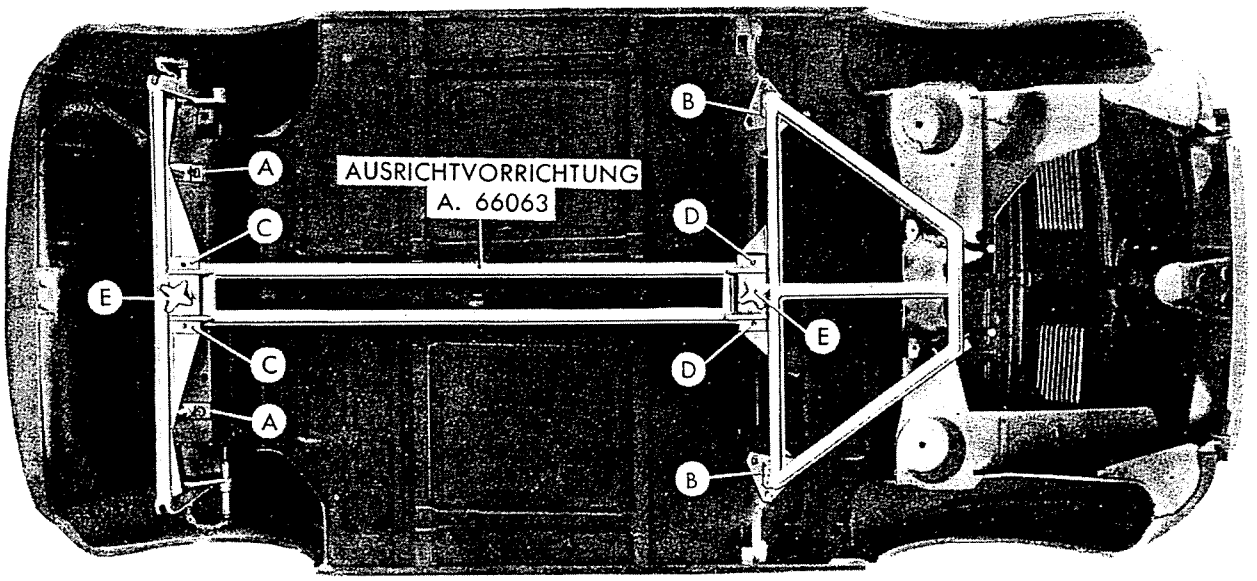

Abb. 431 - Gerät A. 66063 zum Ausrichten des Wagenbodens und zur Kontrolle der richtigen Lage der Befestigungsstellen für Vorder- und Hinterachse.
Sollte sich ergeben, dass Verbiegungen der Karosserie vorliegen, dann müssen die entsprechenden Teile ausgebeult und die Befestigungsstellen der mechanischen Organe an Hand der in Abb. 428 angegebenen Kontrollmasse oder durch Ausrichtgerät **A. 66063** für den Wagenboden (Abb. 431) geprüft werden.
lenker ohne Kraftaufwand greifen. Hierauf den mittleren Teil des Geräts **A. 66063** einsetzen; hierzu weist er an seinen Enden je zwei Löcher auf zur Einführung der Zentrierstifte (C) und (D) am Vorderteil bzw. am hinteren Teil; die Knebelgriffe E (Abb. 431) halten die drei Teile des Geräts zusammen.